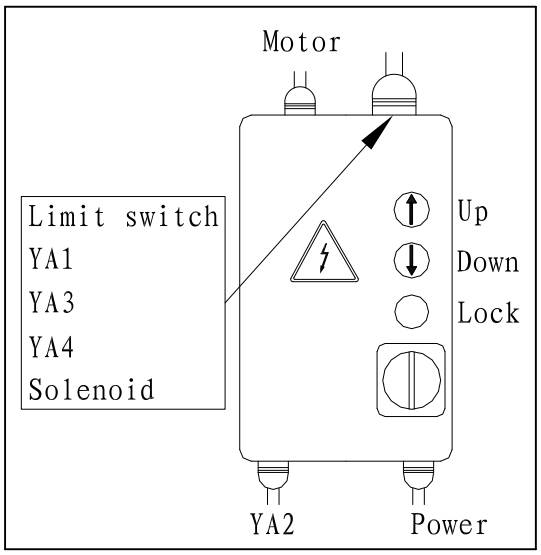

Fig. 36
4.4.3.2 Raccorder la puissance et la commande au bornier du coffret (fig. 36). Introduire le câble par le passage prévu et suivre le schéma électrique indiqué à la page 23 dans l'original.
(fig. 36). Le moteur doit tourner dans le sens indiqué par la flèche sur la pompe.